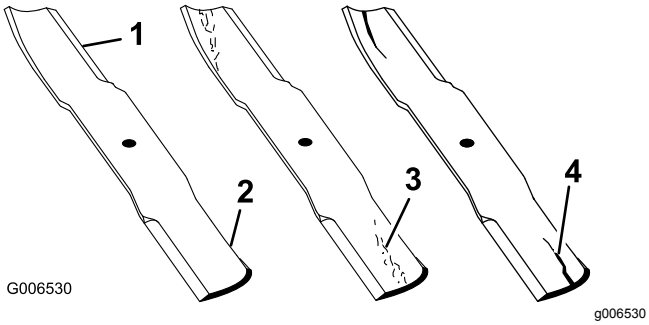

Figur 62
1. Efterse skærekanterne (Figur 62).
4. Hvis skæreknivene er beskadiget eller slidt, eller hvis der er antydning af en revne i dette område, skal der straks monteres nye skæreknive (Figur 62).